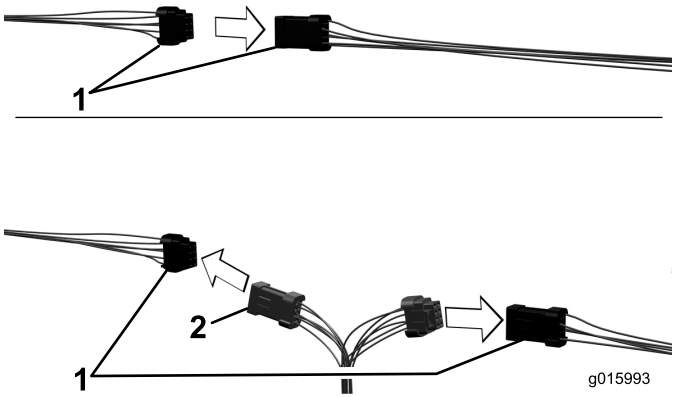

Figure 15
– At the rear of the cab, unplug the cab wire harness from the traction unit wire harness (8 pin connectors) (Figure 15).
– Plug the light kit wire harness into the cab and traction unit wire harnesses (Figure 15).